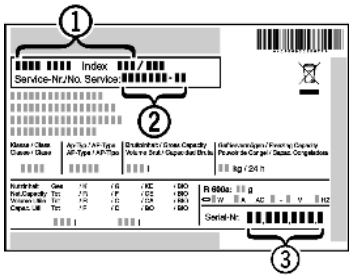

Fig. 52
▶ Read off the appliance name *Fig. 52 (1)*, service no. *Fig. 52 (2)* and serial no. *Fig. 52 (3)* from the model plate. The model plate can be found on the inside of the appliance on the left.